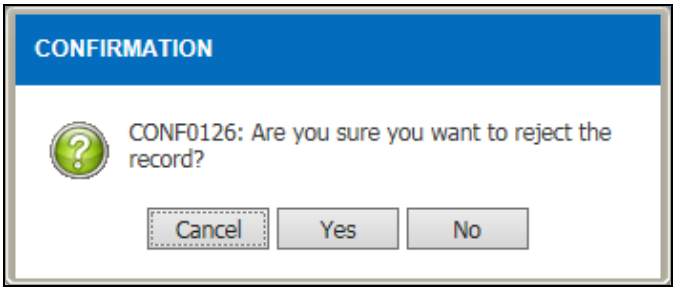

Figure 3.2-26 Confirmation Message
b) Click on the Reject button to reject the record and confirmation message will be display as Figure 3.2-26